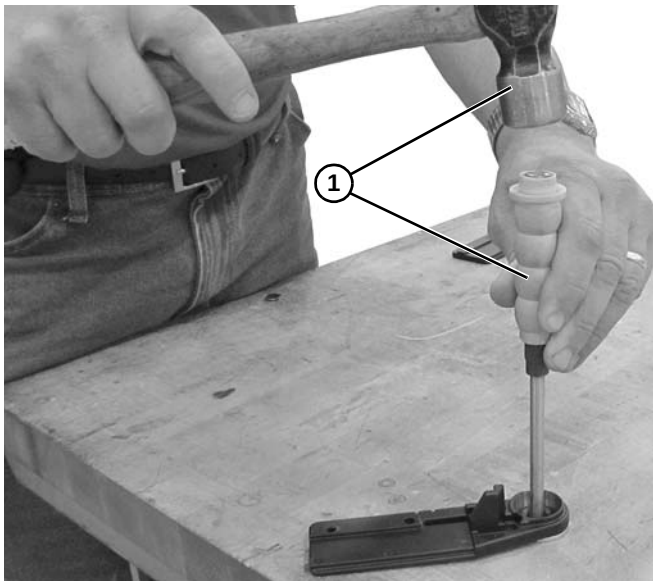
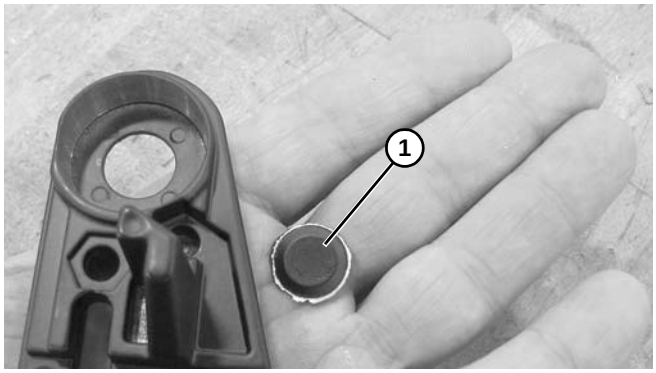

Abbildung 93
Abbildung 94
3. Einen Hammer oder eine Stanze (6 mm - 13 mm Durchmesser) **(Abbildung 93, Teil 1)** oder langen Bolzen zum Auswerfen des Rohlings **(Abbildung 94, Teil 1)** für Wellenrückfahr-Endplatte mit Unterlegscheibe verwenden.